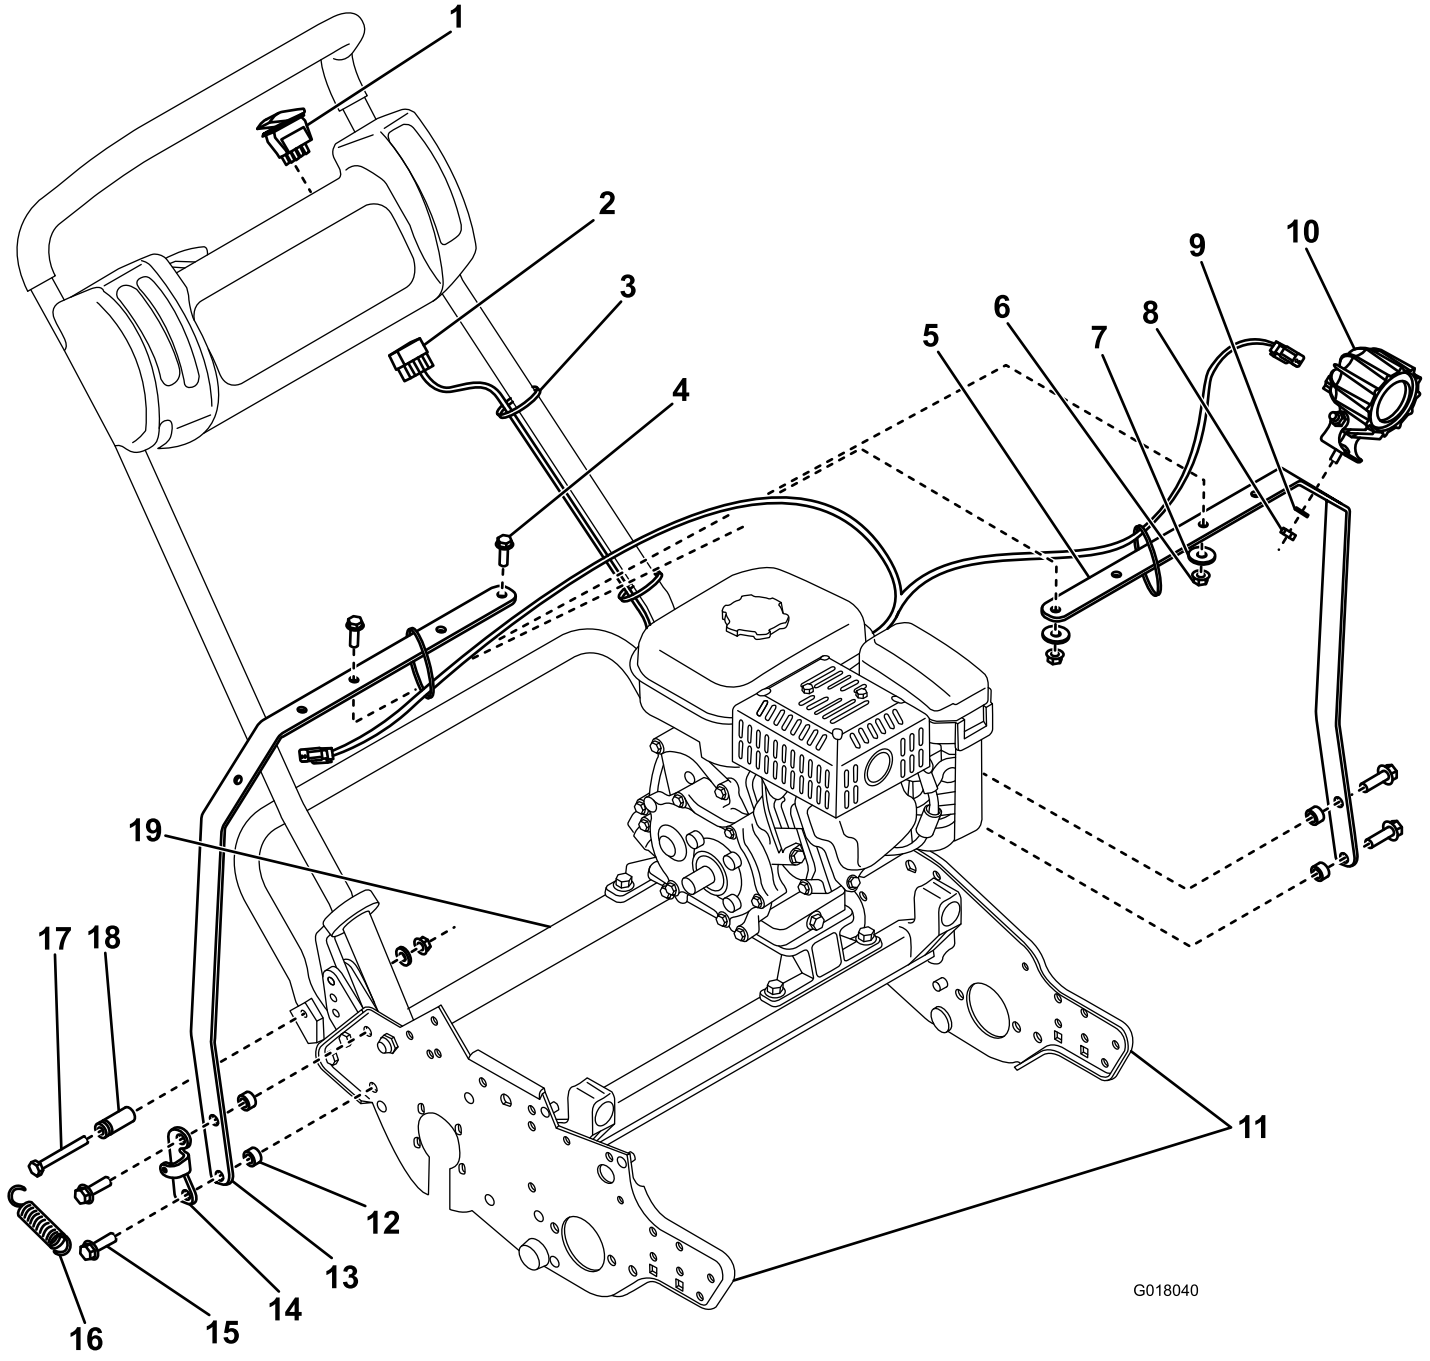

Figur 2
2. Fjern de to 3/8 tommes boltene som kobler høyre sideplate til bakre tverrbjelke og fjærbrakett (Figur 2).
3. Monter høyre stang og fjærbraketten du fjernet tidligere på maskinen med to avstandsstykker og to bolter (3/8 x 1-1/4 tomme) (Figur 2).
4. Fjern de to 3/8 tommes boltene som kobler høyre sideplate til bakre tverrbjelke (Figur 2).
7. Monter lysene på stangen, og fest hver enkelt med delen som er festet til lysene (Figur 2).
8. Koble ledningsnettet til lysene (Figur 2), koble den lange enden til høyre lys.
9. Fjern hulromspluggen og monter bryteren i kontrollpanelet, og koble deretter lysets ledningssats til bryteren (Figur 2).
10. Koble strømkoblingen til ledningssatsen til de blå ledningene med de kulelignende hunnkoblingene som kommer ut fra motorviftehuset (Figur 2).
11. Fest ledningssatsen med kabelfester (Figur 2) og vikle sammen overskytende lengde under kontrollpanelet.
12. Fjern den gamle fjærholderen og monter den nye med en bolt (5/16 x 2-3/4 tomme) (Figur 2). Monter også fjæren du fjernet tidligere.